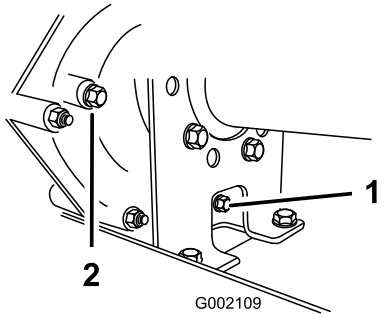
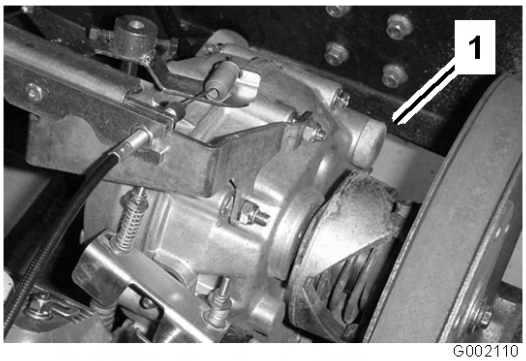

Figur 48
Figur 49
2. Fjern tappepluggen fra høyre side av beholderen (Figur 48) og la væsken strømme ut i en beholder. Sett på og stram pluggen igjen når væsken slutter å renne.
3. Fyll beholderen (Figur 49) med ca. 1,4 liter SAE 10W30-motorolje eller til oljenivået er på bunnen av nivåindikatorhullet (Figur 48).